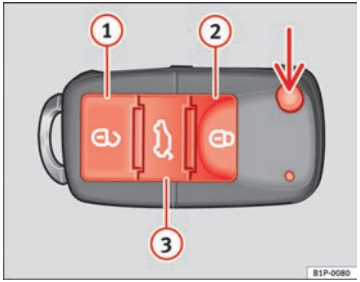

Fig. 62 Assignment of buttons on the remote control key
Using the button ⇒ fig. 62 (arrow) on the control, the key blade is released.
Unlocking the vehicle 🔓 ⇒ fig. 62 (1). The doors and the tailgate are unlocked.
Locking the vehicle 🔒. ⇒ fig. 62 (2)
Unlocking the tailgate. Press button ⇒ fig. 62 (3) until all the turn signals on the vehicle flash briefly. When the unlocking button (3) is pressed, you have 2 minutes to open the door. Once this time has passed, it will lock again.
Also, the battery indicator on the key ⇒ fig. 62, will flash.
– Press the 🔓 ⇒ fig. 62 button on the remote control.